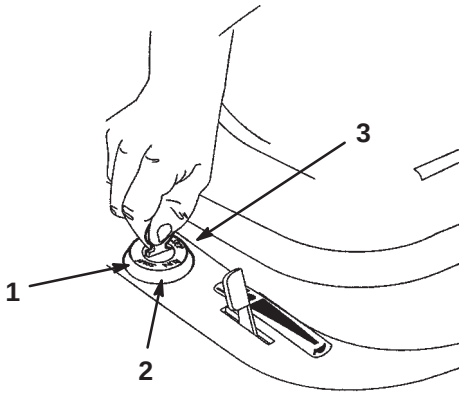

Figure 9
6. Tournez la clé de contact dans le sens des aiguilles d’une montre et maintenez-la en position de Démarrage (Fig. 9). Relâchez la clé quand le moteur démarre.
2. Tournez la clé de contact à la position Contact coupé (Fig. 9).